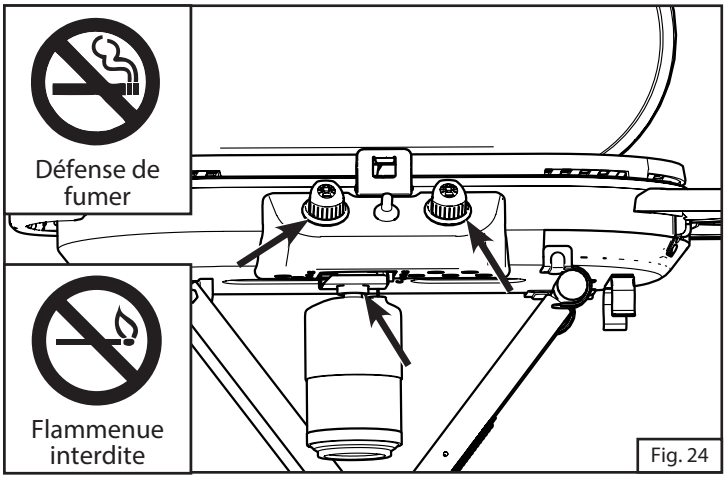

Fig. 24
3. Appliquez la solution savonneuse aux raccordements indiqués par les flèches. (Fig. 24) S'il se produit des bulles à ces endroits, il y a une fuite.